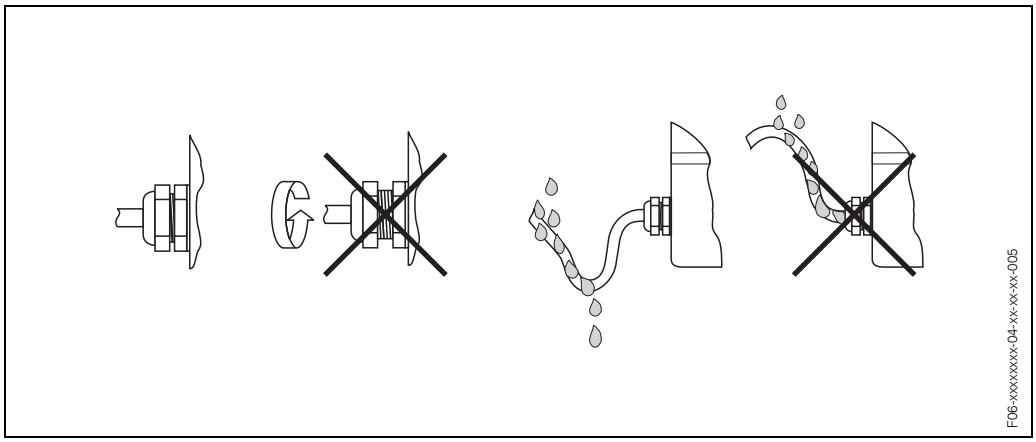

Fig. 28: Instruções de instalação, entradas de cabos
- Aperte firmemente as entradas dos cabos (Fig. 28).
- Os cabos devem fazer uma curva inferior antes de se introduzirem nas entradas de cabos (“coletor de água”, Fig. 28). Esta disposição evita a penetração de humidade pela entrada. Instale sempre o aparelho de medição de tal forma que as entradas de cabos não fiquem viradas para cima.